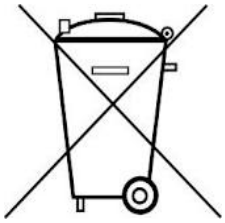

Fig. 1 Montage expérimental avec le tube de Kundt
- Équiper le tube de Kundt des sondes microphones et le positionner (cf. fig. 1).